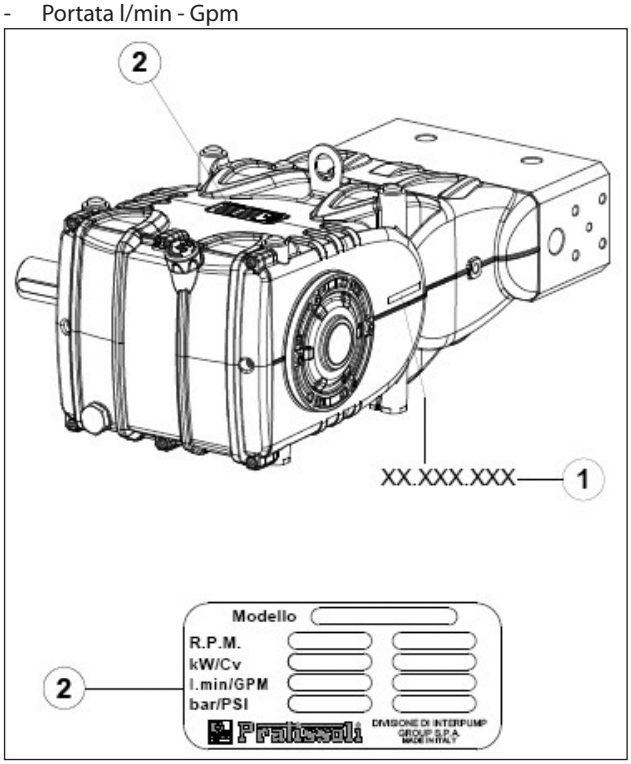

Fig. 1
Ogni pompa Fig. 1 ha: il proprio N° di matricola XX.XXX.XXX vedere pos. ① e una targhetta di identificazione vedere pos. ② che riporta: